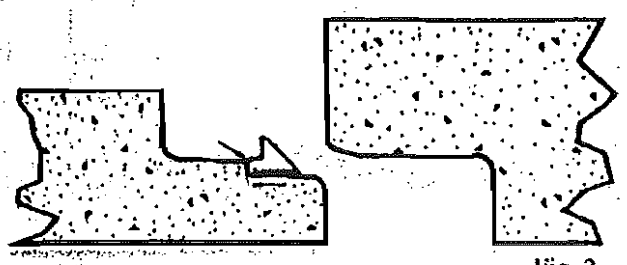

Fig. 3
1. Place the gasket on the spigot end. Make sure that the seal is set firmly against the shoulder all the way around. (Fig. 3)